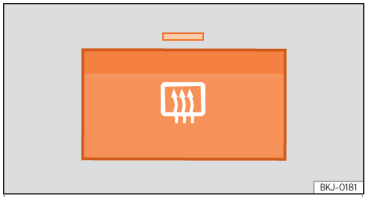

Fig. 147 Juntamente com os comandos da climatização: comutador do desembaciador do vidro traseiro.
– Pressione o comutador de desembaciamento ››› Fig. 147